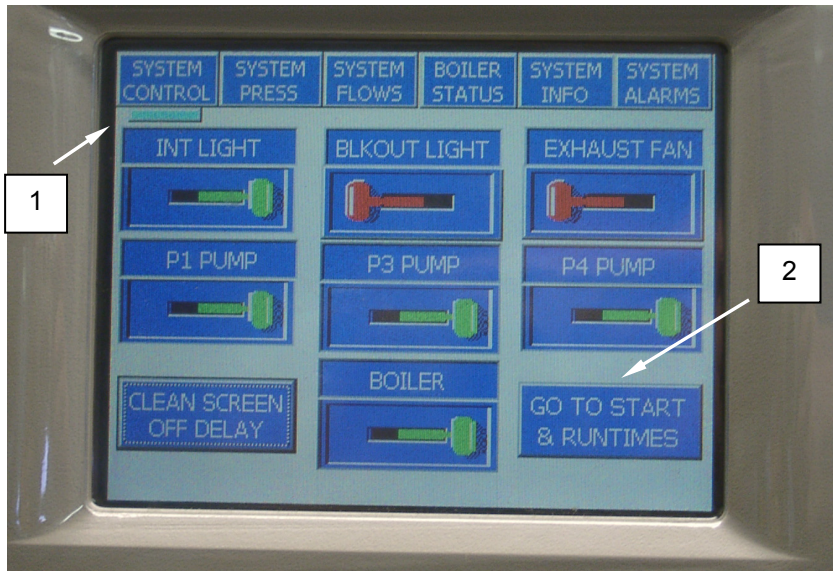

Figure 10. View the Start and Runtimes.
1. Ensure the System Control **(Figure 10, Item 1)** screen is displayed.
2. Touch the GO TO START & RUNTIMES button **(Figure 10, Item 2)**.
4. Press the System Control button **(Figure 10, Item 1)** to return to the System Control display.